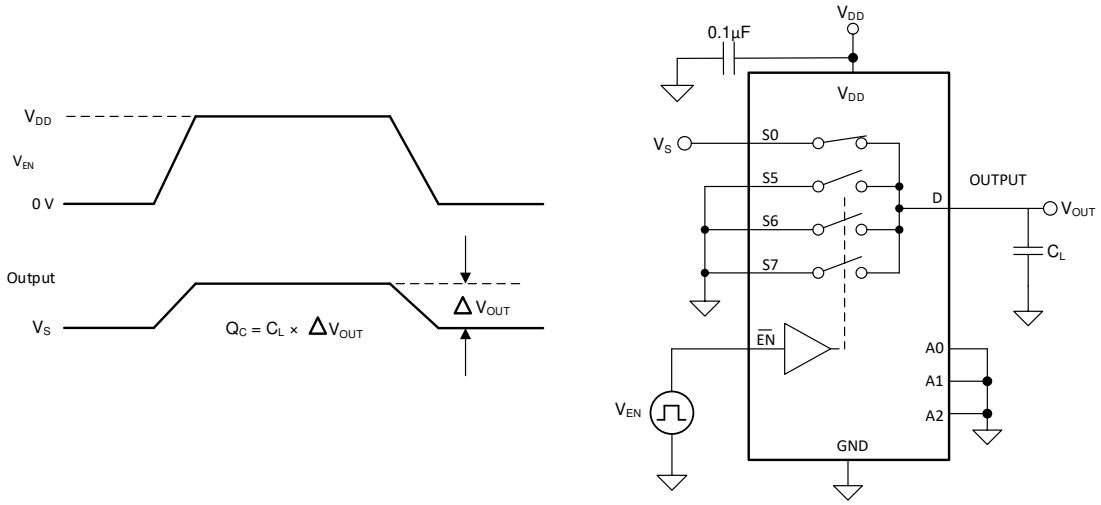

Figure 8-7. Charge-Injection Measurement Setup
The TMUX1308 and TMUX1309 device have a transmission-gate topology. Any mismatch in capacitance between the NMOS and PMOS transistors results in a charge injected into the drain or source during the falling or rising edge of the gate signal. The amount of charge injected into the source or drain of the device is known as charge injection, and is denoted by the symbol Q_C. Figure 8-7 shows the setup used to measure charge injection from source (Sx) to drain (D).